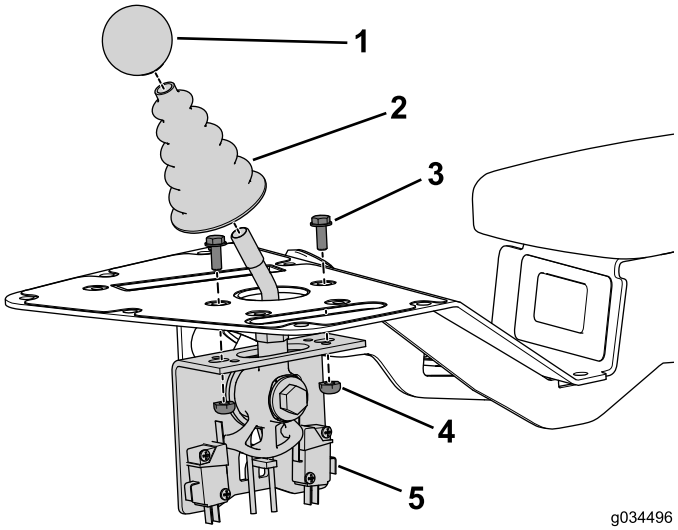

Figure 4
1. Déposez et mettez de côté le pommeau de la commande de tonte (Figure 4).
2. Déposez et mettez de côté le soufflet de la commande de tonte (Figure 4).
3. Déposez et mettez de côté les 2 boulons et écrous qui fixent la commande de tonte à la console (Figure 4).